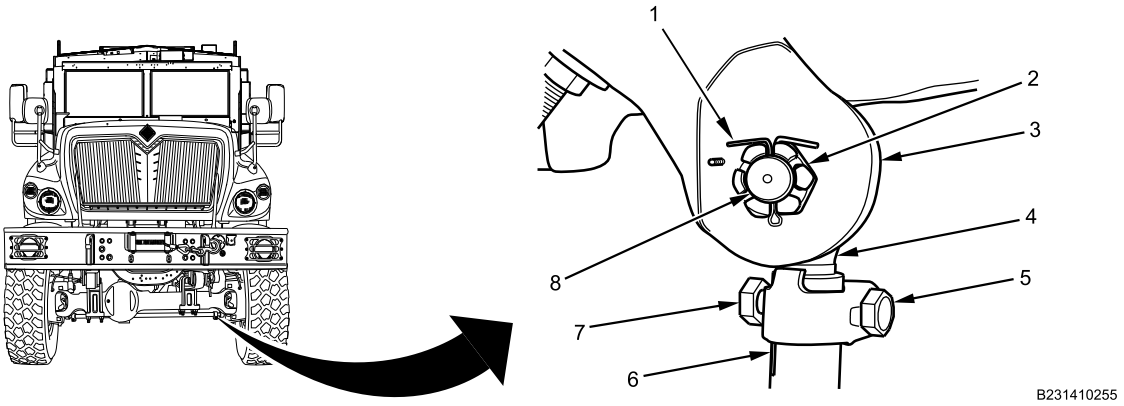

Figure 1. Tie Rod End to Knuckle. Right Shown, Left Similar.
1. Remove locknut (Figure 1, Item 7) and bolt (Figure 1, Item 5) from clamp. Discard locknut .
2. Remove cotter pin (Figure 1, Item 1) and hexagon head nut (Figure 1, Item 2) from tie rod stud (Figure 1, Item 8). Discard cotter pin.
3. Separate tie rod end (Figure 1, Item 4) from steering knuckle (Figure 1, Item 3) using two-jaw puller.
1. Count and record number of exposed threads of each tie rod end (Figure 1, Item 4) at cross tube (Figure 1, Item 6).
2. Unscrew tie rod ends (Figure 1, Item 4) from cross tube (Figure 1, Item 6).